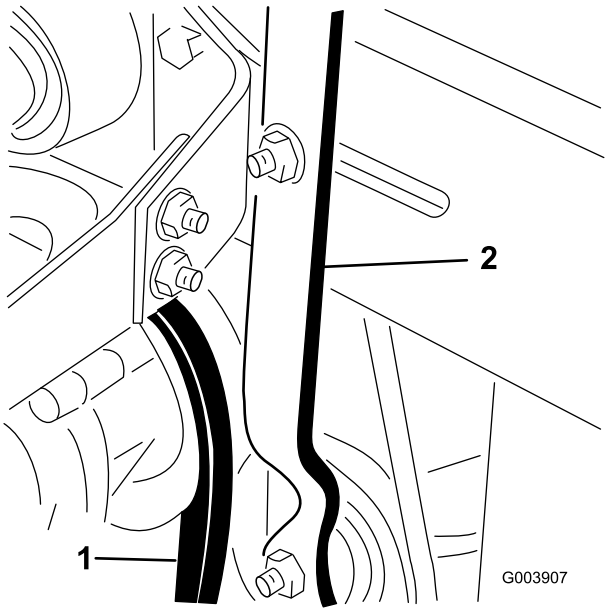

**Figuur 70**
1. Draai de borgmoer op de riemspanningshendel los (Figuur 70).